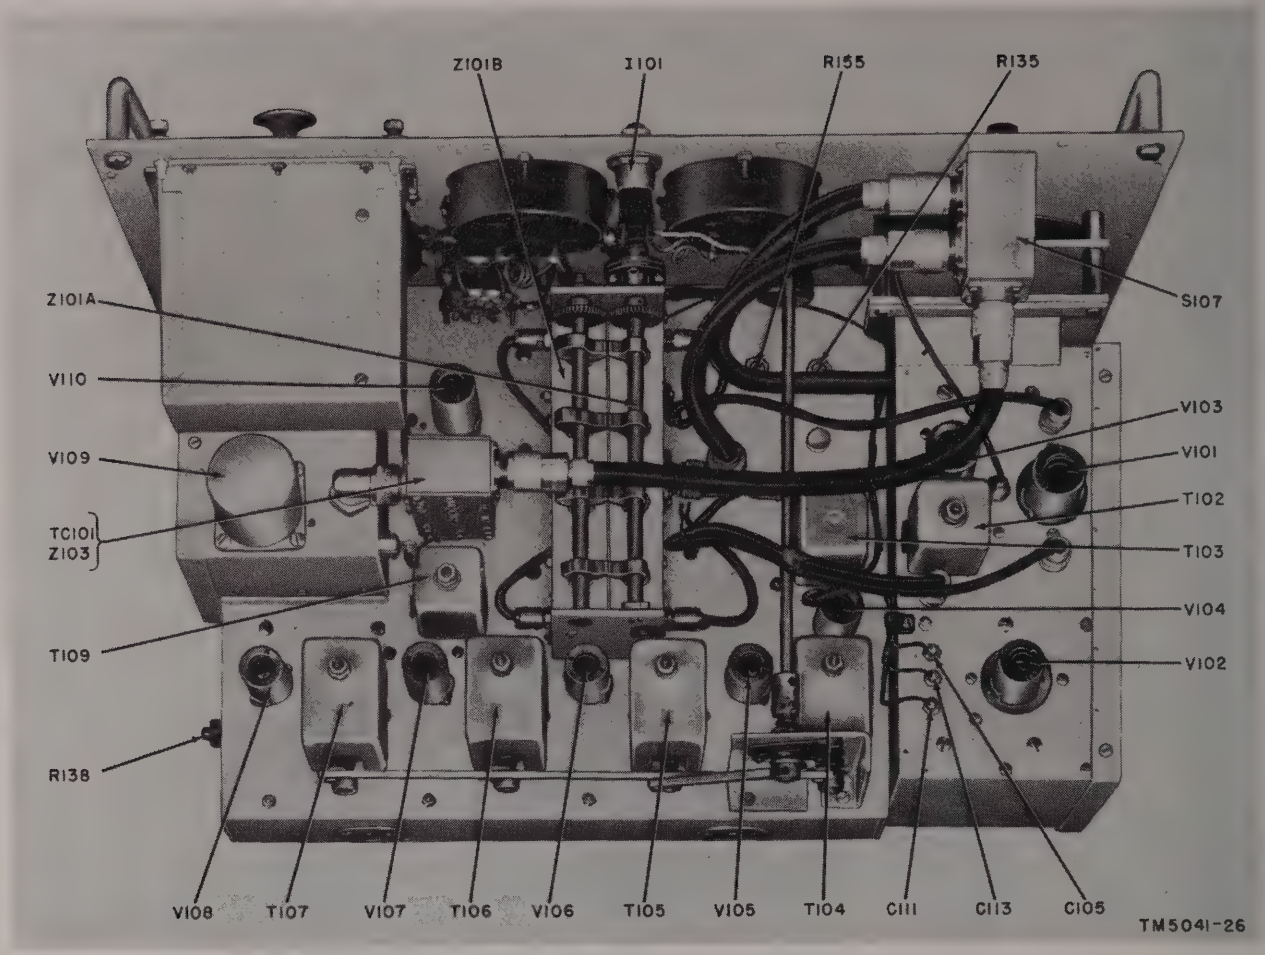

Figure 26. Receiver, location of parts, top view.
a. Remove the cable connection that leads from attenuator Z101A to PUSH TO CAL. switch S107 (fig. 26).
(fig. 26)
d. Unscrew the knurled nut of the L connector leading to the calibrating-oscillator section. This connector is shown in figure 26, between V109 and the TC101–Z103 shield.
b. Disconnect the three cables that are connected to S107 (fig. 26).